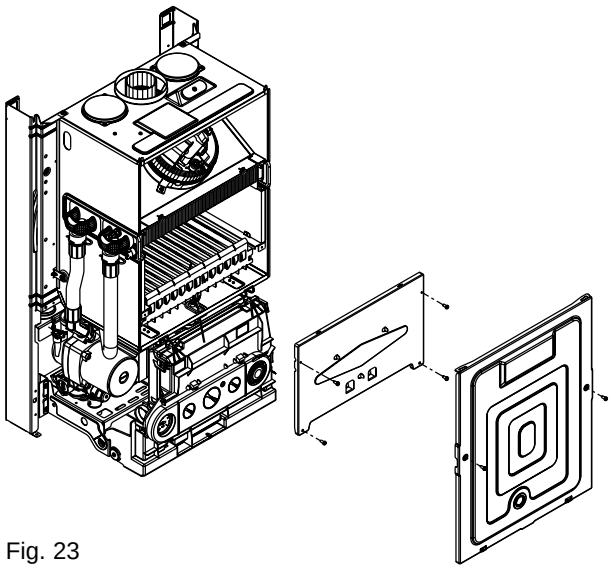

Fig. 23
6.17 BURNER, INJECTORS AND SPARK/SENSE ELECTRODE (fig. 23 & 24)